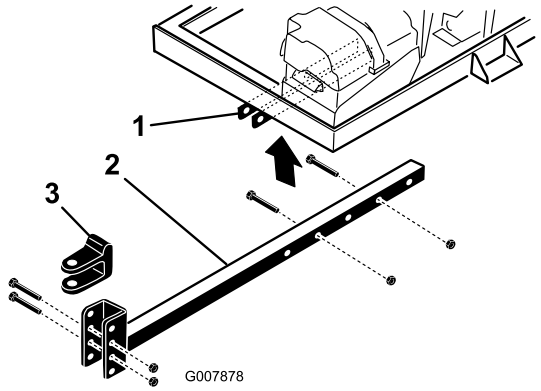

Figur 7
2. Sett koblingsrøret inn i rammebrakettene (Figur 7). Fest røret til rammen med to bolter (3/8 x 3 tommer) og flensmuttere (3/8 tomme)
- Fjern boltene og låsemutrene som fester koblingssjakkelen (Figur 7) til koblingsrøret.
- Fjern boltene og mutrene som fester koblingsrøret til rammebrakettene (Figur 7).